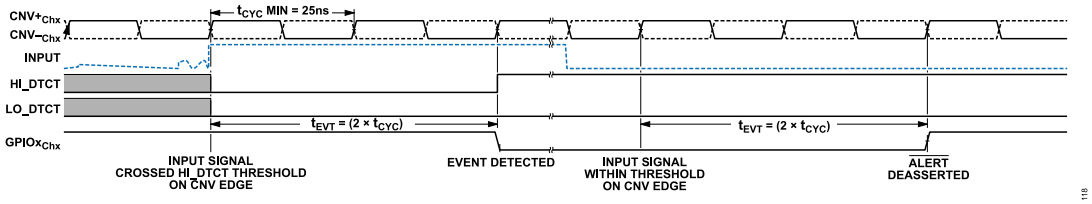
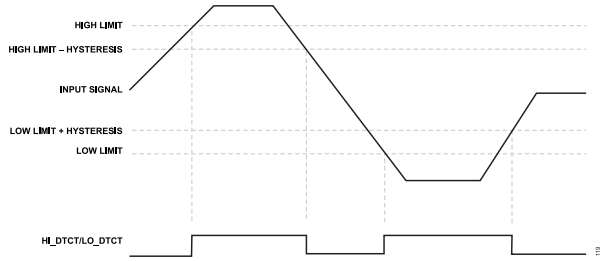

Figure 119. Event Detection Timing
Figure 120. Threshold Detect Levels
- HI_DTCT and LO_DTCT can each be routed by setting the HI_ROUTE and LO_ROUTE bits to 1, respectively, in the general configuration register (Address 0x1C) to allow HI_DTCT and LO_DTCT to propagate to the $\overline{\text{ALERT}}$ signal. Any enabled GPIO set to output a status alert, that is, with GPIO_x_SEL set to 0b0110, routes the $\overline{\text{ALERT}}$ signal to the GPIO to indicate when an event occurs. A GPIO configured in this mode is normally high, with a logic low indicating that an event has occurred. As shown in the Figure 120 section, this GPIO remains low only while the threshold level is crossed, and it returns to logic high as soon as the threshold bound is no longer crossed, and the timing in Figure 119 is satisfied.
The threshold detection of the AD4885 includes a hysteresis setting. By configuring this setting, the user can ensure that unwanted threshold triggering can be avoided. Figure 120 shows how this can be achieved. A single hysteresis setting is configured, that is then applied to both the HI_THRESHOLD and LO_THRESHOLD bits. The high and low detection flags remain set until the hysteresis thresholds are crossed.